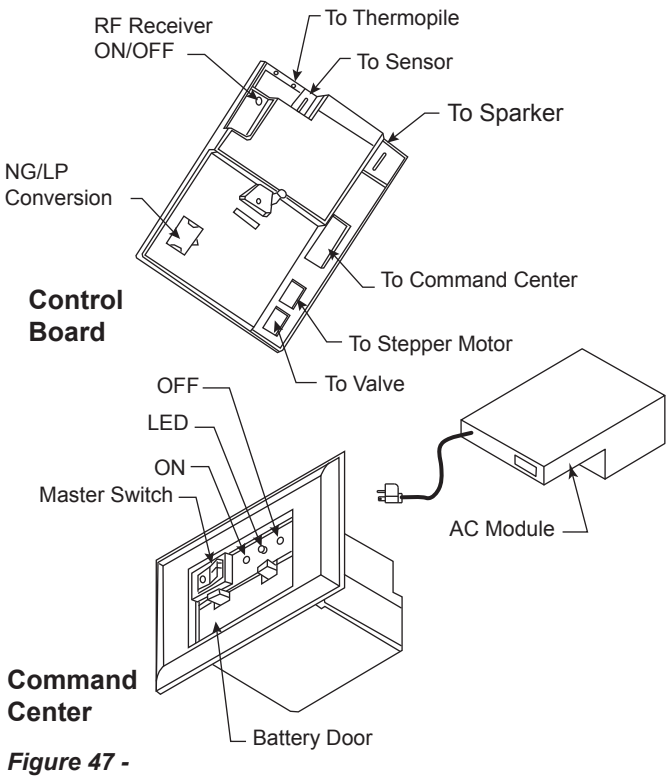

Figure 47 - Signature Command System Components
1. The RF receiver button located on the Control Board must be in the on position before the learn function can begin. Use paper clip to depress button. One beep for RF receiver ON or two beeps for RF receiver OFF will be given as confirmation. Refer to *Figure 47* for location.